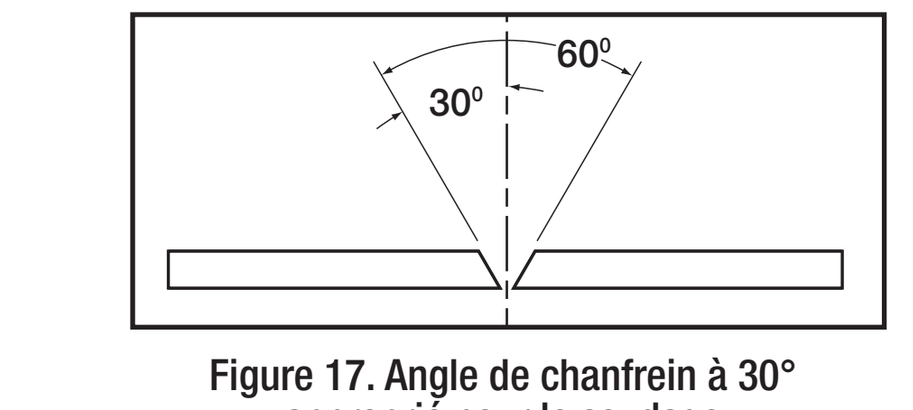

Figure 17. Angle de chanfrein à 30° approprié pour le soudage
3. Les pièces de plus de 3/16 de pouce d'épaisseur doivent être chanfreinées avant le soudage. Il est conseillé de faire un chanfrein de 30° de chaque côté du joint (fig. 17). Cela permet d'obtenir une bonne soudure en profondeur, à travers toute l'épaisseur de la pièce. Il est indispensable d'utiliser du métal d'apport pour toutes les soudures entre joints chanfreinés. Une fois que le soudeur a acquis une bonne maîtrise du mouvement du chalumeau, il peut effectuer des soudures verticales, horizontales ou à plat. Ces exercices constituent un investissement qui portera ses fruits.